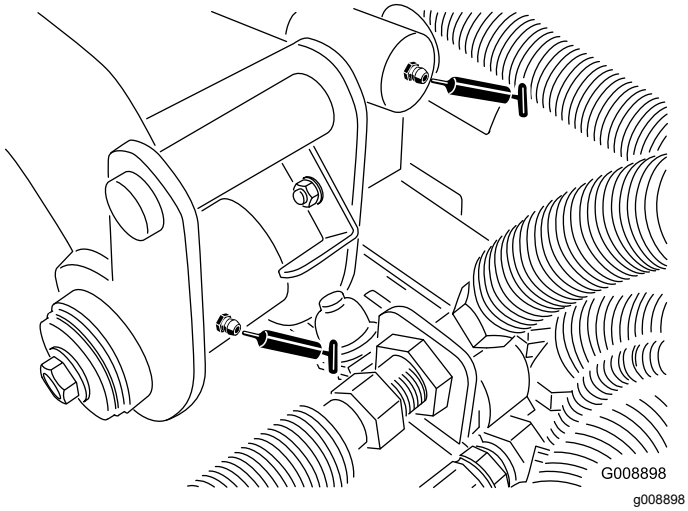

Rysunek 63
- Oś i siłownik tylnego ramienia podnoszącego (2 złącza Rysunek 63)